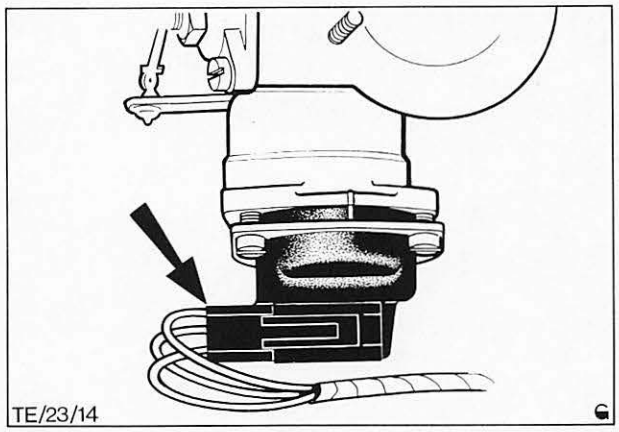

Abb. 117 Kabelstrang-Anschluß – elektrische Startautomatik
6. Bei Vergasern mit elektrisch geregelter Startautomatik Kabelstrang vom Gehäuse der Startautomatik abklemmen, Abb. 117.
7. Schrauben (7) entfernen und Vergaserdeckel abheben. Verbindungsstange der Startautomatik aushängen.